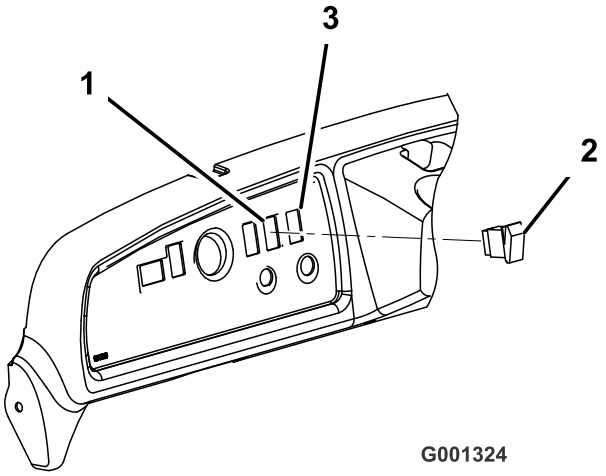

Figur 9
8. Fjern proppen fra hullet i instrumentbrættets højre side (Figur 9).
9. Prop kontakten ind i instrumentbrættets tilbehørsstik. Sæt kontakten ind i hullet i instrumentbrættet (Figur 9).
10. Stik kontakten ind i instrumentbrættets ledningsnetstik. Sæt kontakten ind i hullet i instrumentbrættet (Figur 9).